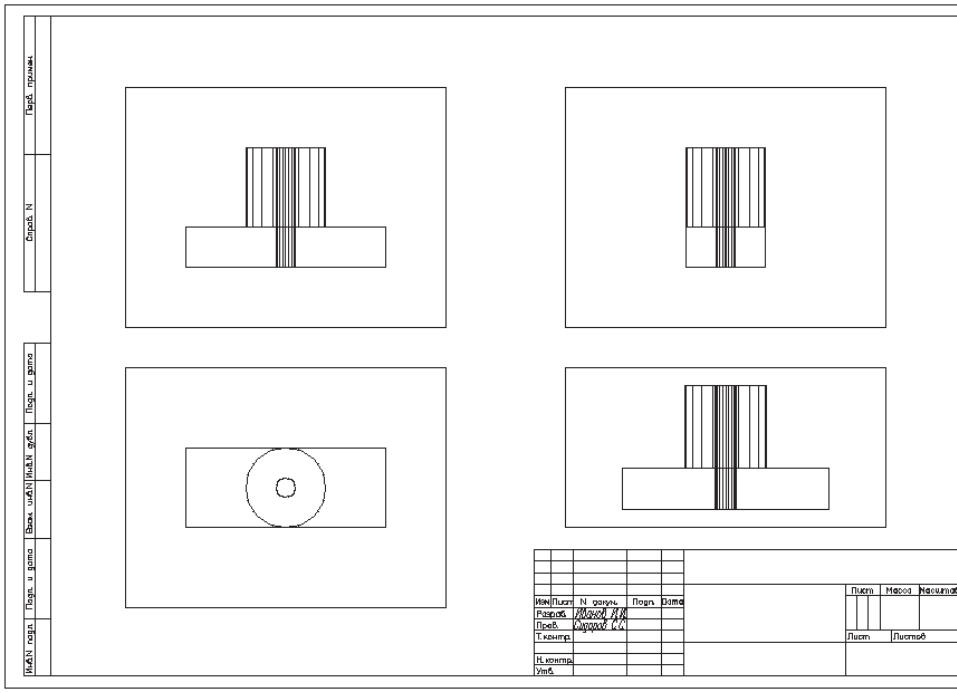

Рис. 26.2. Видовые экраны с проекциями детали
8. Создать на чертеже видовые экраны с необходимыми проекциями (рис. 26.2), используя команду **SOLVIEW**, вызываемую из падающего меню **Draw → Modeling → Setup → View**: